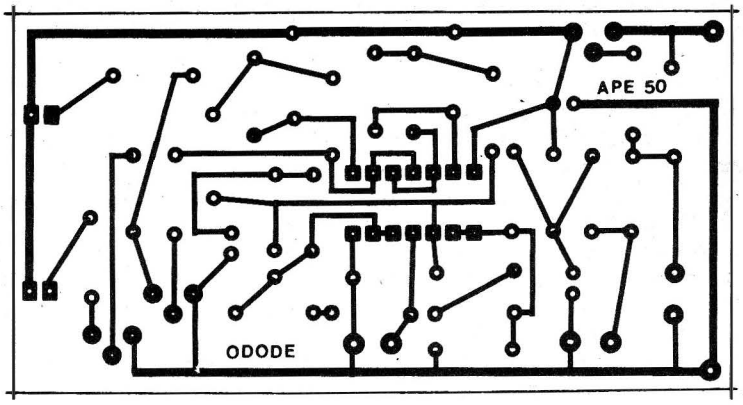

Fig.2
- **FIG. 2** - LAY OUT DO CIRCUITO IMPRESSO ESPECÍFICO - Embora o circuito não tenha assim tão poucas peças, a distribuição delas no Impresso foi cuidadosamente "leiautada" de modo que o padrão de ilhas e pistas ficasse simples, não "apertado"... Recomenda-se apenas que o Leitor/Hobbysta decalque cuidadosamente a figura (usando carbono, por exemplo...) sobre a face cobreada de um fenolite nas convenientes dimensões (ver LISTA DE PEÇAS), efetuando em seguida a traçagem com tinta (ou decalques transferíveis, mais "profissionais"...) ácido-resistente, conferindo bem o desenho, antes e depois da corrosão... Como a figura está em tamanho natural, também poderá ser usada como gabarito para a furação... No mais, é respeitar todas as elementares regras para a boa confecção e aproveitamento dessa técnica de montagem, relacionadas sempre no encarte INSTRUÇÕES GERAIS PARA AS MONTAGENS (primeiras páginas de APE...).